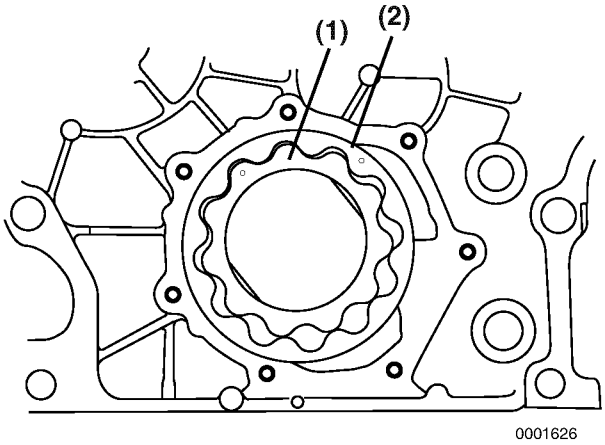

Figure 9-6
5. Remove the outer rotor **(Figure 9-6, (2))** and inner rotor **(Figure 9-6, (1))** from the gear case cover.